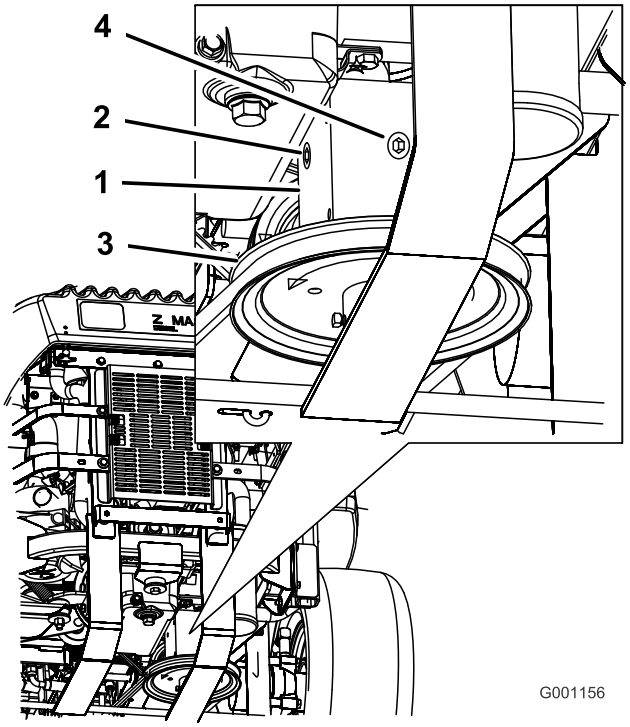

Figur 63
4. Ta bort pluggen på växellådans sida eller baksida (Figur 63).